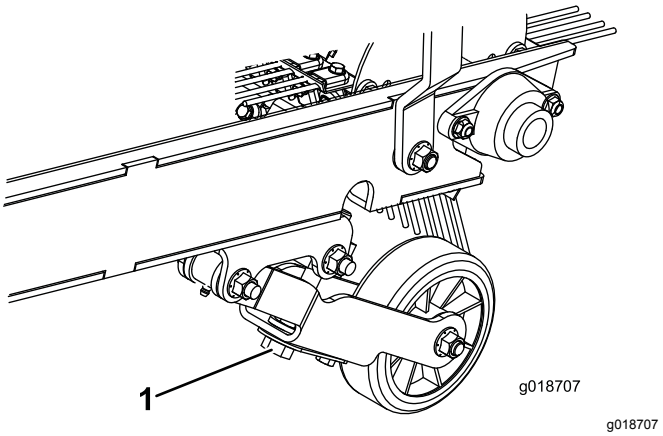

Figuur 10
2. Draai de stelbout voor de diepte zo dat de hark licht contact maakt met de tippen van de grassprieten. Als een bezem gemonteerd is, moet u zorgen voor licht contact met het oppervlak. Wanneer de bezem in bedrijf is, moet het contactvlak ongeveer 25 mm breed zijn over de gehele lengte van de bezem (Figuur 10).